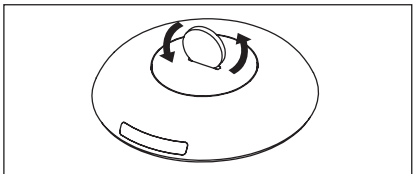

Fig. 20
2. Utilisez une pièce de monnaie ou un objet similaire pour faire tourner le couvercle arrière dans le sens antihoraire pour l'ouvrir. (Fig. 20 & 21)